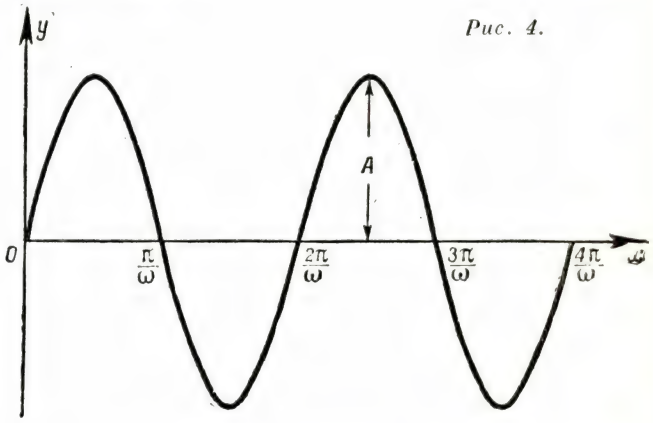

Рис. 4.
Мы рассмотрели несколько примеров из физики и техники, в которых так или иначе встречается показательная функция. Сейчас мы перейдем к рассмотрению примеров, связанных с тригонометрическими функциями. Мы начнем с гармонических колебаний. Возьмем, например, гирю, подвешенную на пружине, и толкнем ее вниз. Сначала гиря будет опускаться, растягивая пружину. Чем ниже будет опускаться гиря, тем сильнее будет тянуть ее наверх пружина. Наконец, гиря израсходует всю свою энергию на растягивание пружины и остановится. Тогда пружина потянет гирю вверх. В силу инерции гиря не остановится в положении равновесия, а проскочит его и поднимется вверх настолько же, насколько она опустилась вниз (на самом деле она поднимется немного меньше из-за сопротивления воздуха и недостаточной упругости пружины, но мы пока не будем это учитывать). Поднимаясь вверх, гиря будет сжимать пружину, и, когда гиря остановится под действием сжатой пружины, она начнет опускаться вниз. В результате гиря будет совершать колебания вверх и вниз. График этого колебания имеет такой вид (рис. 4). Эта кривая называется синусоидой.
На рис. 4 и 5 мы изобразили графики обоих колебаний. График колебания (2) получается из графика колебания (1) сдвигом влево на $\frac{\alpha}{\omega}$. Число α называют **начальной фазой**.